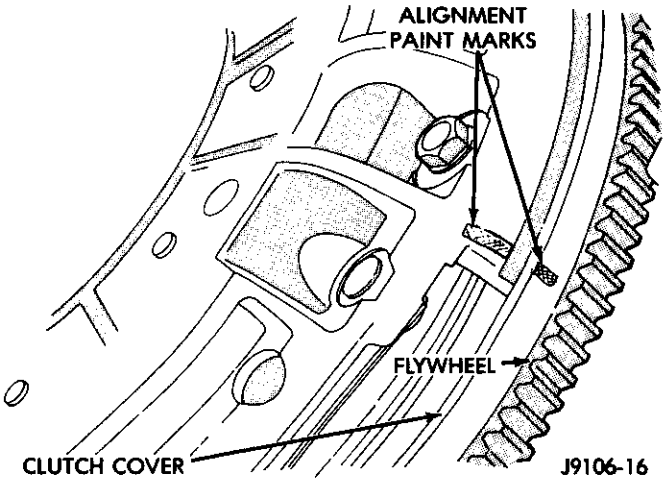
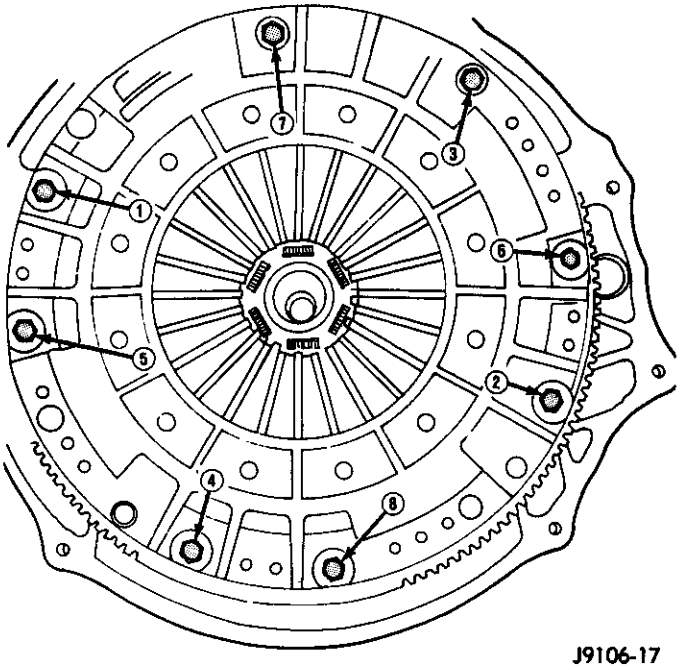

Fig. 2 Marking Clutch Cover Position
Fig. 3 Clutch Cover Bolt Loosening/Tightening Pattern
(5) If clutch cover will be reused, mark position of cover on flywheel with paint or scriber (Fig. 2).
(6) Insert clutch alignment tool in clutch disc and into pilot bushing. Tool will hold disc in place when cover bolts are removed.
(7) If clutch cover will be reused, loosen cover bolts evenly, only few threads at a time, and in a diagonal pattern (Fig. 3). This relieves cover spring tension evenly to avoid warping.
(8) Remove cover bolts completely and remove cover, disc and alignment tool.